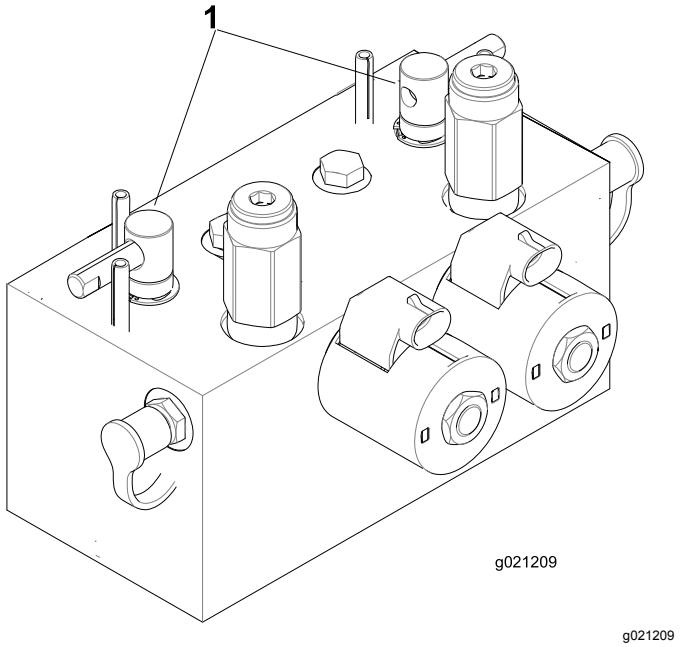

Figuur 76
2. Ontgrendel de stoel en til deze omhoog zodat u bij de wethendels kunt komen (Figuur 76).
5. Kies met de voorste, achterste of beide wethendels de messenkooien die moeten worden gewet (Figuur 76).